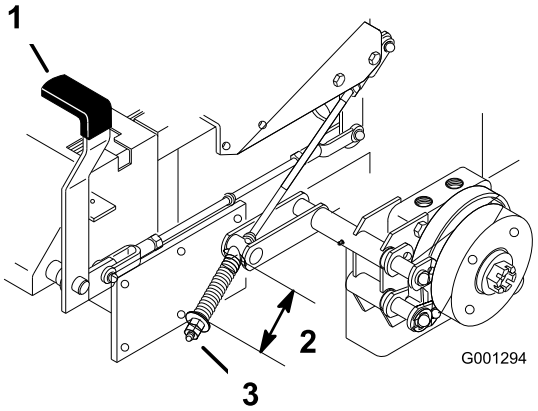

Figur 59
2. Mål fjederens længde. Der skal være 64 mm mellem skiverne (Figur 59).
3. Hvis justering er nødvendig, skal parkeringsbremsen deaktiveret, kontramøtrikken under fjederen løsnes, og møtrikken lige under fjederen spændes (Figur 59). Drej møtrikken, indtil det rigtige mål er nået. Drej møtrikken med uret for at afkorte fjederlængden, og drej mod uret for at øge fjederlængden.